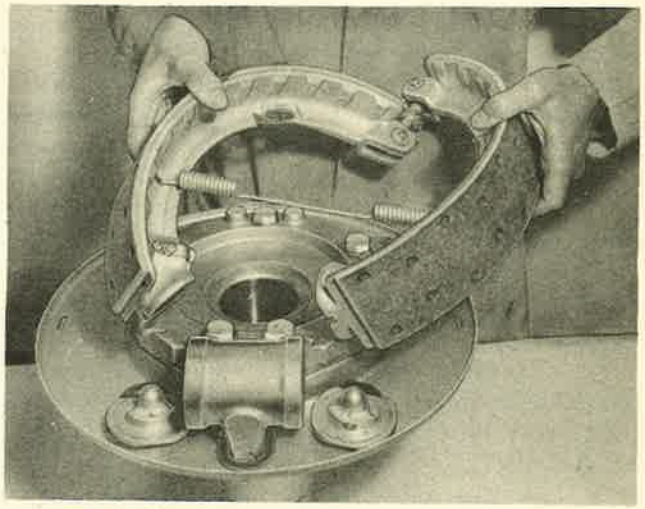

Figure 169—Removing Brake Shoe
(6) Remove the brake shoes, as shown in figure 169. The anchor caps will drop free.